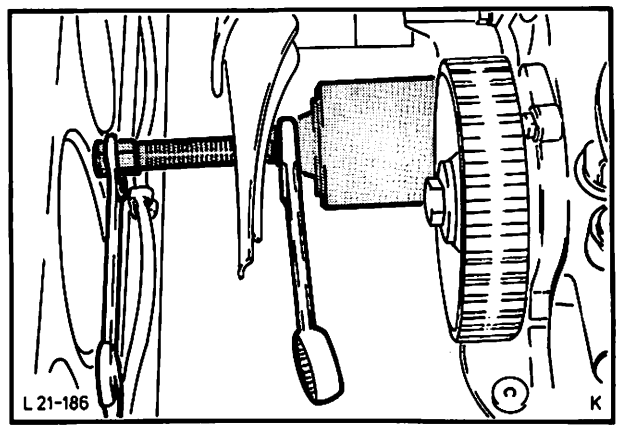

Abb. 282 Radialdichtring mit Spezialwerkzeug 21-009-A einziehen
4. Neuen Radialdichtring (Dichtlippe leicht eingeölt) mit Spezialwerkzeug 21-009-A einziehen, Abb. 282, und Zahnriemenrad-Kurbelwelle aufschieben.